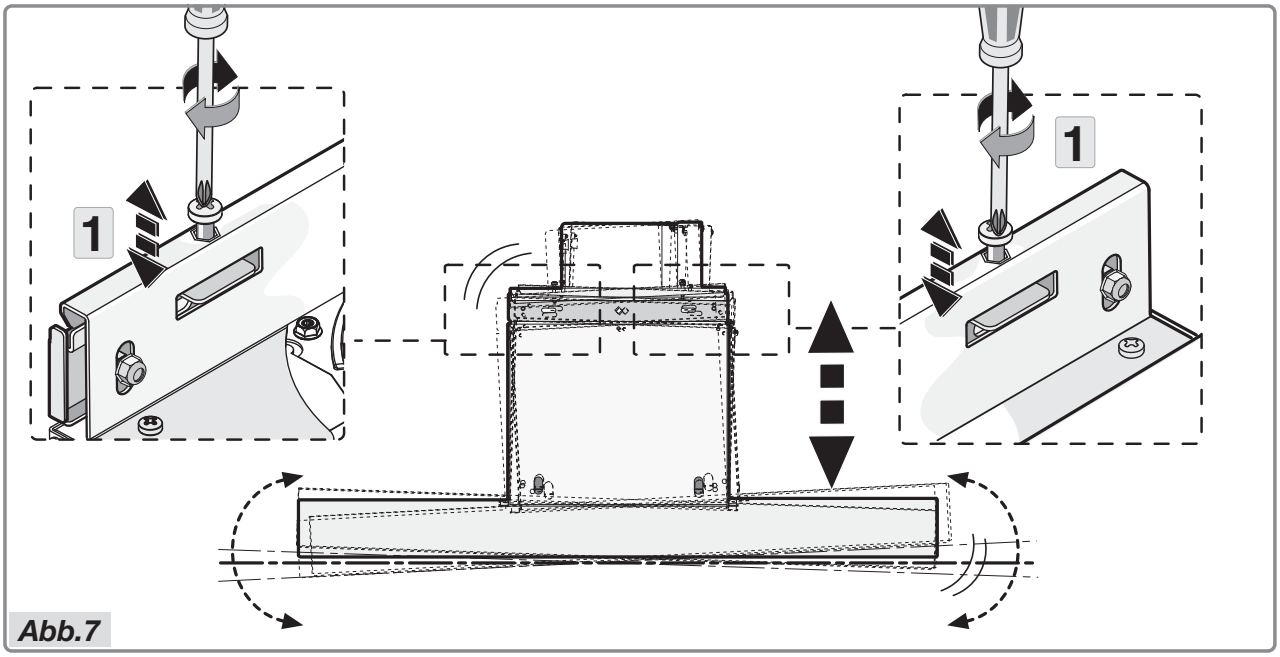

Abb.7
- Richten Sie das Gerät waagerecht aus, indem Sie die zwei Justierschrauben entsprechend einstellen (Abb.7 Schritt 1).